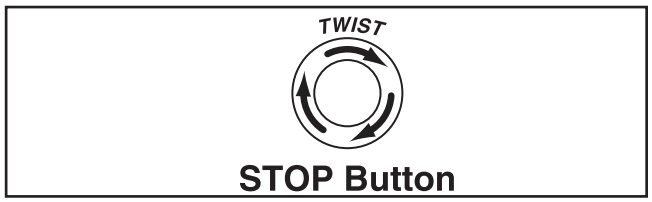

Figure 69. Resetting Emergency Stop button.
4. Push Emergency Stop button, then twist it clockwise so it pops out. When button pops out, switch is reset and will allow operation (see **Figure 69**).